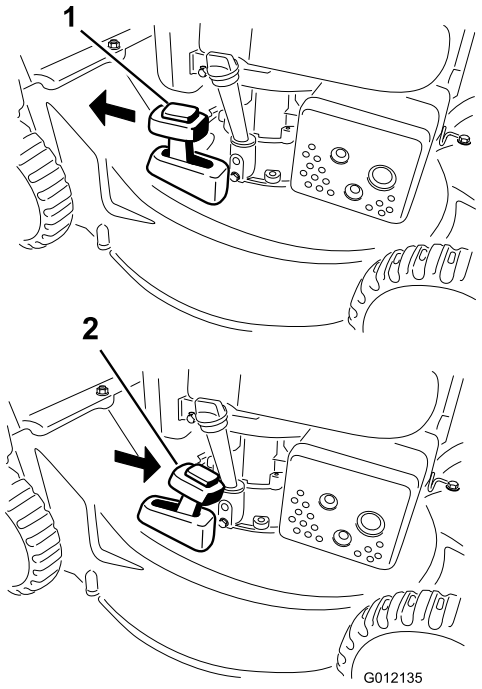

Figuur 15
2. Druk op de knop op de hendel voor recycling/opvangen en zet de hendel in de **recycling** modus (uitsluitend model 20836) (Figuur 15).
2. Om het maaisel op te vangen, moet u de grasvanger monteren (zie Montage van de grasvanger). Druk op de knop op de hendel voor recycling/opvangen en zet de hendel in de **opvangen** modus (uitsluitend model 20836) (Figuur 15).
Opmerking: De hendel voor recyclen/opvangen moet in de **opvang** modus (Figuur 15) staan.